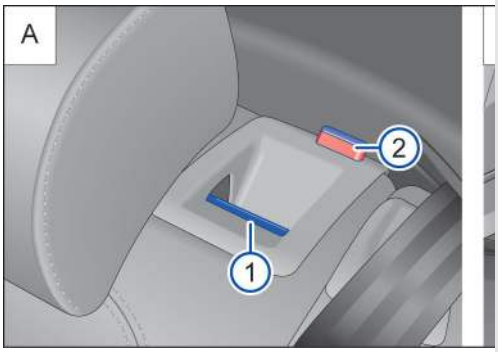

Fig. 69 A: Rear seat backrest: Release button (1) and red mark on the indicator (2). B: Seat backrest folded forward.
— Pull the release button → fig. 69 (1) forward to release the rear seat backrest.
The rear seat backrest is unlocked if the red mark → fig. 69 (2) can be seen on the indicator.
— Fold the rear seat backrest back until it latches securely → ⚠. The red mark on the indicator → fig. 69 (2) should no longer be visible.
- If the red mark on the indicator → fig. 69 (2) is visible, this indicates that the backrest is not latched into place. Always check to make sure that the red mark is not visible whenever the rear seat backrest is in the upright position.